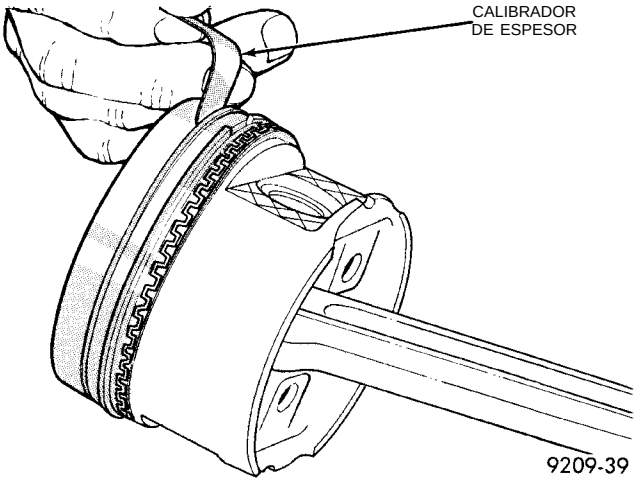

Fig. 6 Luz lateral de aro de pistón
(2) Verifique la luz lateral entre el aro de pistón y la acanaladura (Fig. 6). Consulte las especificaciones (Fig. 7).